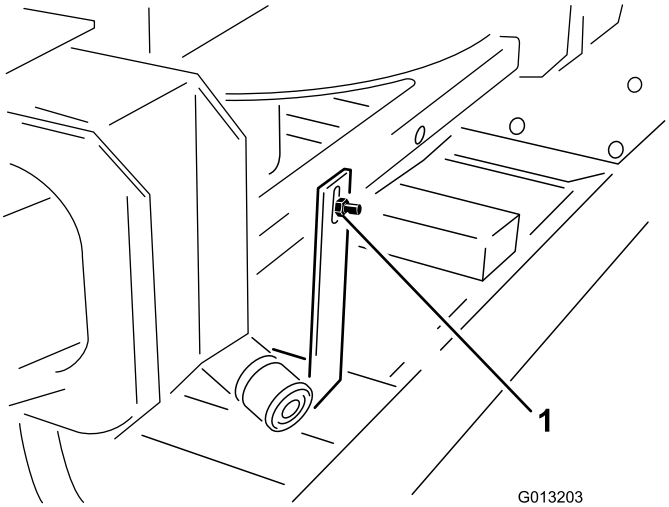

Rysunek 3
2. Z tyłu podwójnego rozrzutnika odkręć śrubę i nakrętkę 1/4 x 3/4 cala mocujące wspornik transportowy podnośnika ProPass do podwójnego rozrzutnika (Rysunek 3).